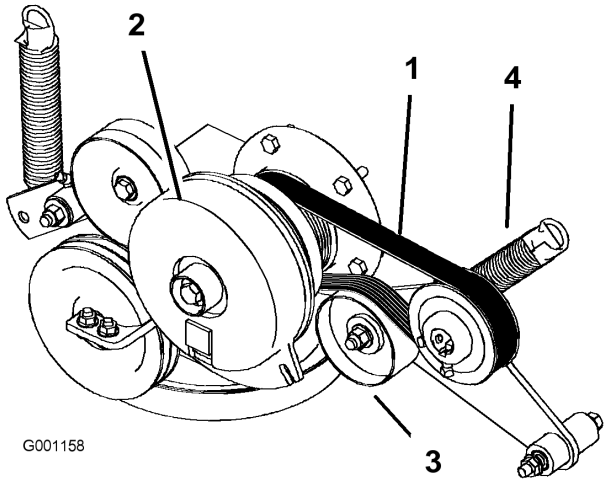

Figure 58
3. Décrochez le ressort du bras de la poulie de tension (Figure 58).
4. Montez la courroie neuve sur les poulies du moteur et des pompes hydrauliques (Figure 58).
6. Raccrochez le ressort au bras de la poulie de tension (Figure 58).